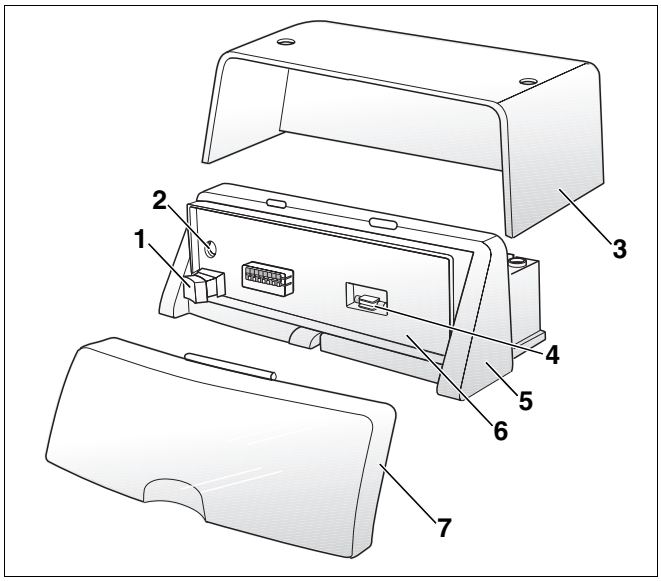

Afb. 1 Regeltoestel Logamatic MC10
– regeltoestel (afb. 1, **pos. 5**)
– bedrijfsschakelaar (afb. 1, **pos. 1**)
– zekering voor de verwarmingsinstallatie, achter de afdekkap (afb. 1, **pos. 2**).
– bijkomende zekering voor vervanging (afb. 1, **pos. 4**).
– transparante afdekkap (afb. 1, **pos. 7**)
– afdekkap (afb. 1, **pos. 3**)
- Open de transparante afdekkap (afb. 1, **pos. 6**, pagina 4).